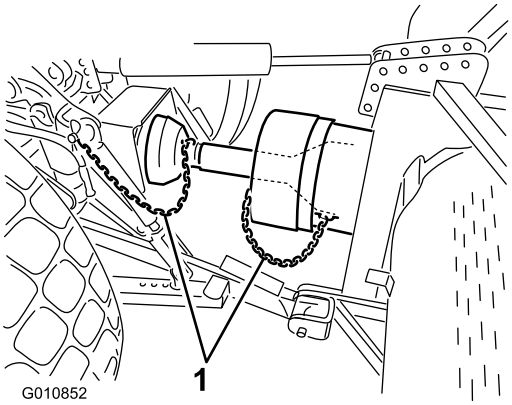

Figur 19
6. Koble verneplatenes sikkerhetskjettinger til kraftuttakets verneplate og traktorbraketten (Figur 19). Sørg for at kjettingene er løse når luftemaskinen er hevet og senket.